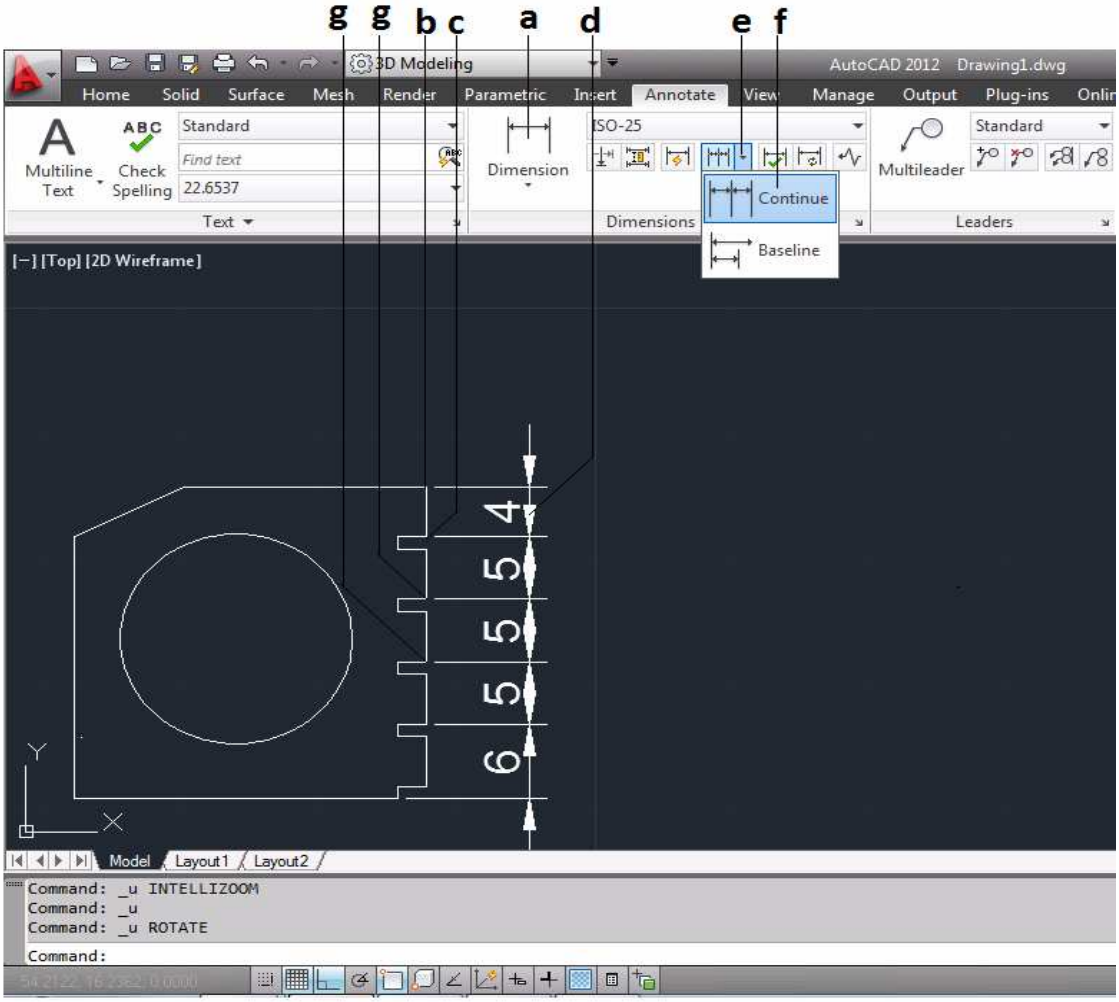

Figura 3.73 Acotado "Continuo"
a. Se selecciona la herramienta Linear [Linear] de la lista de tipo de cotas *(figura 3.73)*.
b. Se selecciona el primer extremo de la línea, para indicar la 1ª coordenada *(figura 3.73)*.
c. Se selecciona el segundo extremo de la línea, para indicar la 2ª coordenada *(figura 3.73)*.
d. Con el puntero se indica donde se localizara la cota *(figura 3.73)*.
e. Se da clic en la flecha para desplegar sus opciones *(figura 3.73)*.
f. Se selecciona la opción Continua [Continue] *(figura 3.73)*.
g. Se selecciona el vértice de las líneas de extensión *(figura 3.73)*.